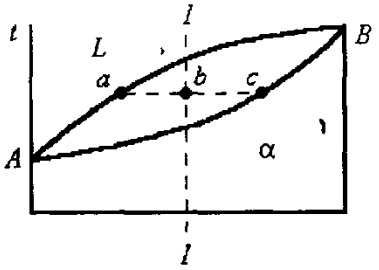

Рис. 29
65. Отношением каких отрезков определяется количество кристаллической фазы в сплаве / - / в точке b (рис. 29)?